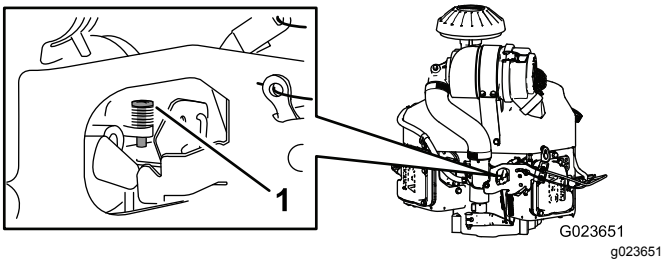

Рисунок 67
4. Отрегулируйте упорный винт на карбюраторе (Рисунок 67) так, чтобы малая частота холостого хода находилась в пределах от 1350 до 1550 об/мин.